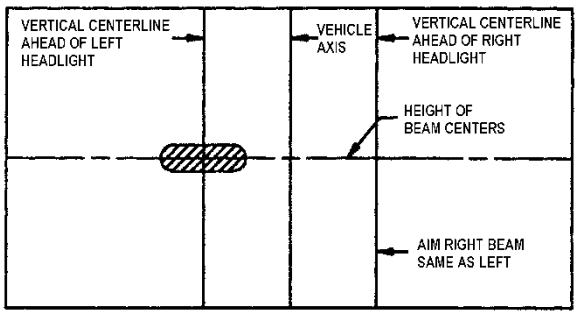

**FIGURE 54: UPPER BEAM HIGH-INTENSITY ZONE PROPER LOCATION ON SCREEN** 06503
4. High beam headlights are aimed so that the center of the high-intensity zone is located at the horizontal and straight ahead vertically (Figure 54).